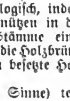

Fig. 40. Hinterleib eines Bostrichus (typogr.) mit eingedrücktem Absturz und jederseits 4 Zähnen (1—4).
3. Borkenkäfer (im engeren Sinne), Bostrichus (s. d.), Hinterleib nicht schief abgestutzt, Kopf nach unten gebogen, versteckt. Hinterleib oft nur wenig länger als das Brustschild. Absturz oft eingedrückt und mit charakteristischen Zähnchen am Rande des Absturzes versehen (Fig. 40).